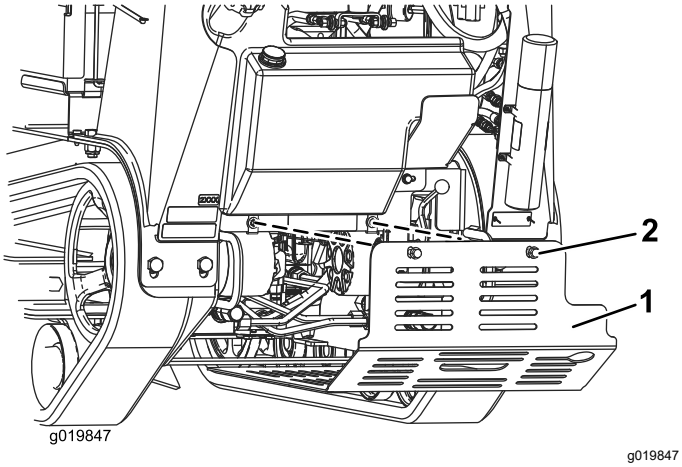

**Figuur 25**
3. Draai de twee bouten waarmee het onderste scherm bevestigd is één voor één los tot u het scherm kunt wegnemen (Figuur 25).
5. Om het scherm te monteren voordat u de machine in gebruik neemt, schuift u het onderste scherm zo in de machine dat het op de 4 lipjes rust en bevestigt u het met de 2 bouten die u eerder losgedraaid hebt (Figuur 25).